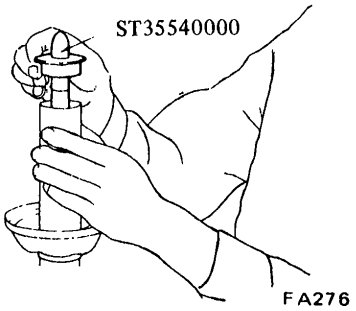

Fig. FA-30 Installing gland packing
4. Place rod guide on top of piston rod guide; install gland packing using Gland Packing Guide ST35540000. See Figure FA-30.